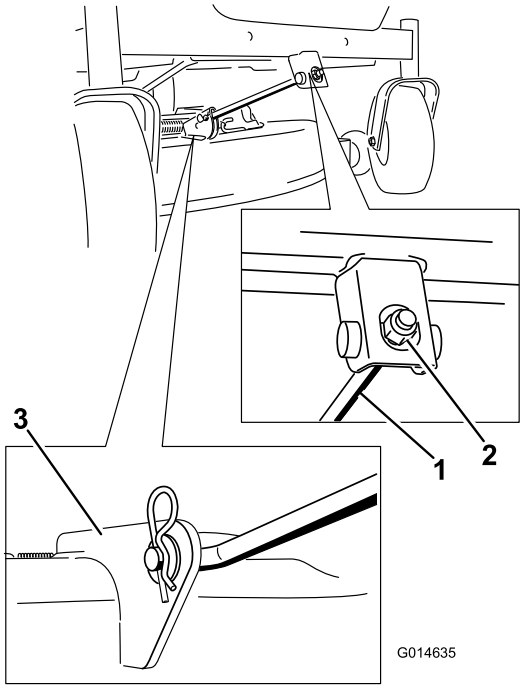

Figur 63
5. Ta bort hårnålssprinten från den främre stödstången och ta bort stången från däckfästet (Figur 63). Sänk ned klipparens front försiktigt till marken.
6. Fäst den främre stödstången vid klippardäcket med hårnålssprinten och sprintbulten (Figur 63).